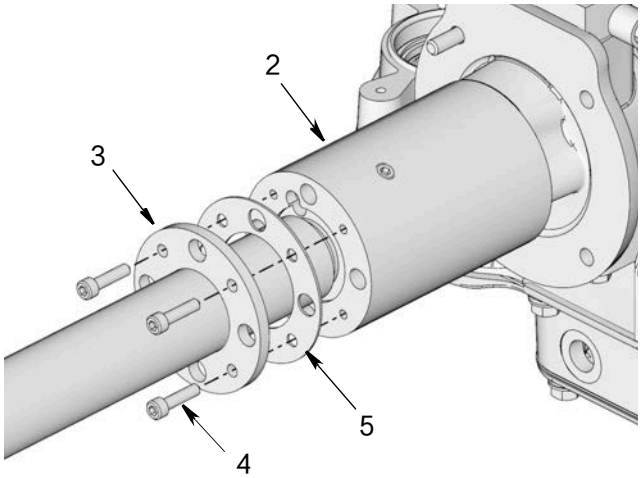

图 49
25. **仅适用于管中管型号**：安装垫圈 (5) 和管中管 (3)。使用螺丝 (4) 将管中管固定到泵适配器 (2) 上。用套筒拧紧螺栓（图 49）。用 7–9 英尺磅（9–12 牛 • 米）的扭力拧紧。